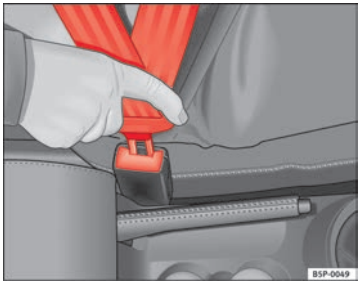

Abb. 12 Gurtschloss und Schlosszunge des Sicherheitsgurtes
– Stecken Sie die Schlosszunge in das zum Sitz gehörende Gurtschloss, bis es hörbar einrastet ⇒ Abb. 12.